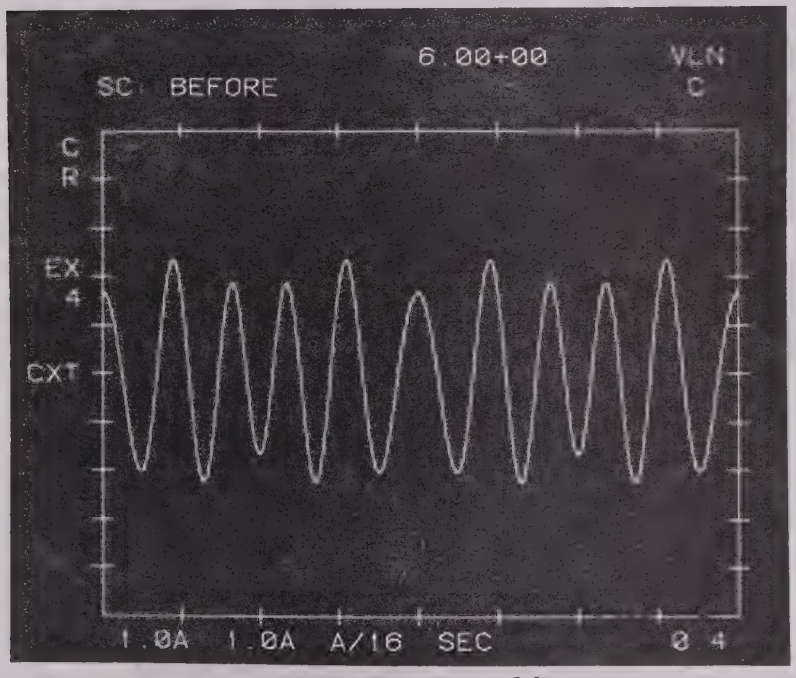

FIGURE S-12.
C. SC - Performs absolute value [$\sqrt{C^2}$] upon any data resident in C buffer. Refer to Figure S-12 and S-13 as an illustration. Execution is performed on a one-shot basis by SHIFT 2 EXC.